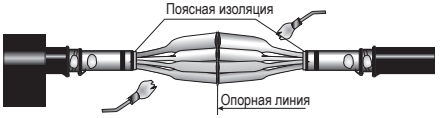

Рисунок 4
4.15 Надеть трубки ТТМ изоляции жил маслостойкие на жилы кабелей, продвинув их в «корешок» разделки кабеля (рисунок 4).
4.16 Усадить трубки, начиная от «корешка» разделки кабеля в сторону концов жил (рисунок 4).